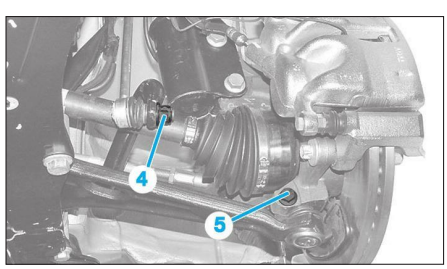

**Fig. 11**
- la vis (2),
- la poutre de protection piéton (3)
- les écrous des biellettes de barre stabilisatrice (4) **(Fig.11,)**